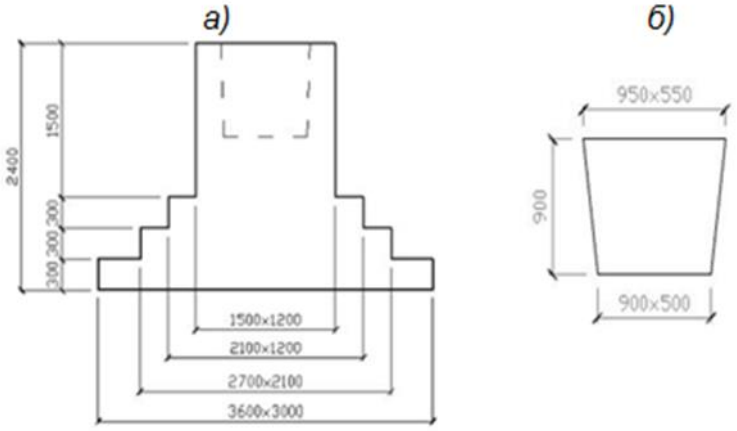

Рис.1. а – основные размеры фундамента; б – размеры стакана для заделки колонны.
4. Определить объем бетонных работ для одного фундамента, проектные размеры фундамента приведены на рис.1 а. В подколоннике фундамента имеется стакан для заделки сборной колонны, размеры которого приведены на рис. 1 б.